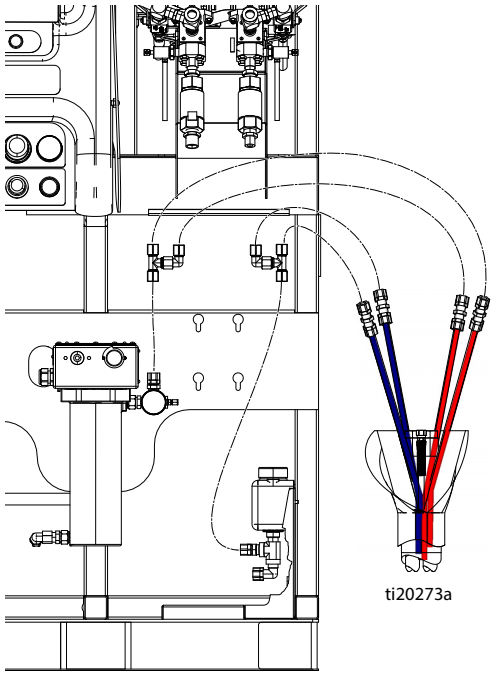

**RYS. 21**
3. Podłączyć dwa czerwone przewody wiązki do trójnika na czerwonym przewodzie w przedniej części maszyny. Tak samo należy postąpić z przewodami niebieskimi. Patrz RYS. 21.